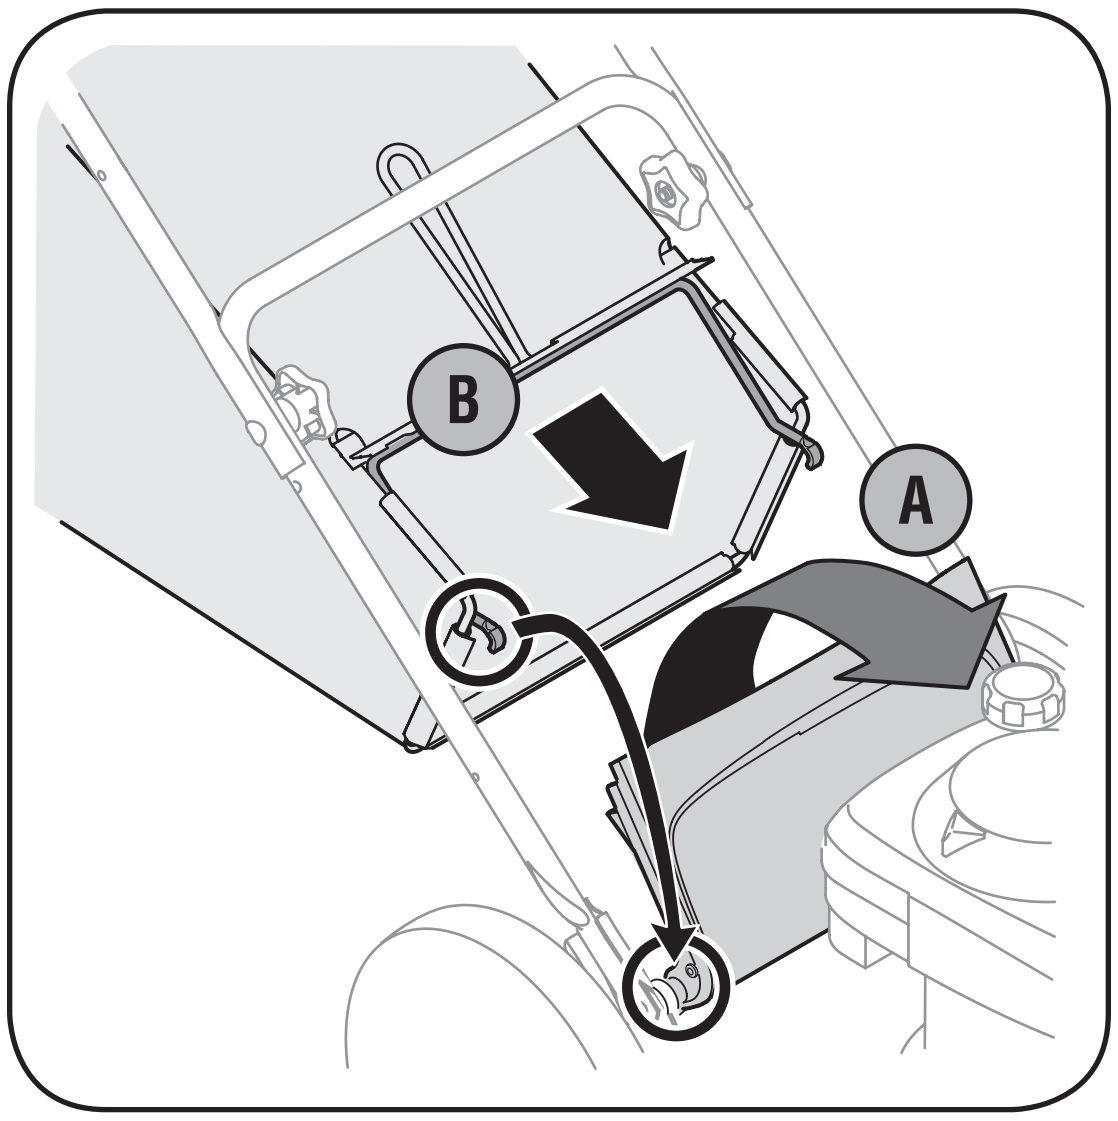

Figure 3-6: Attach the grass catcher.
a. Lift rear discharge door, Figure 3-6.